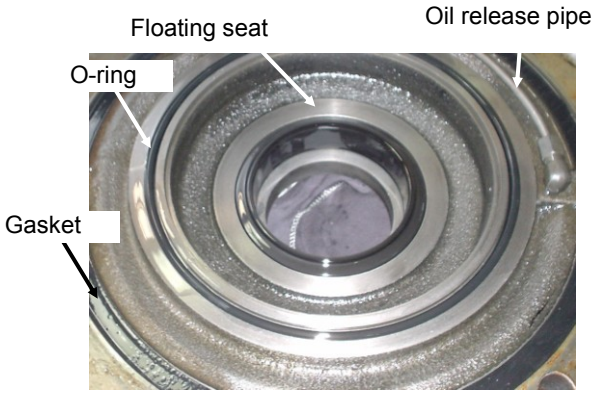
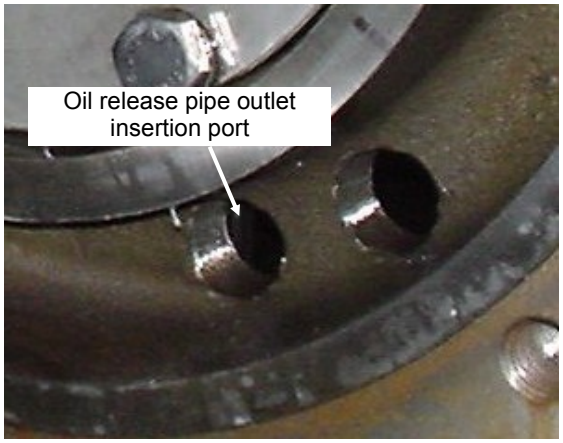

Fig. 5-67 Shaft Seal Ring ASSY
Fig. 5-68 Crankcase Equalizing Hole
6. Attach the O-ring and gasket to the cover plate, which then can be mounted to the crankcase (see Fig. 5-67).
8. Apply lubricant to the sliding surface of the mechanical seals (Carbon ring and shaft seal ring). Attach the cover plate, keeping the O-ring and gasket shown in Fig. 5-67 in the cover plate. Make sure the cover plate is in a direction perpendicular to the crankshaft. Place the cover plate on the crankcase while preventing the Carbon ring from touching the crankshaft.
- The cover plate is equipped with the oil release pipe that lets oil out of the seal housing (see Fig. 5-67). The outlet of the oil release pipe should be inserted into the equalizing hole at the bottom of the crankcase, as shown in Fig. 5-68.